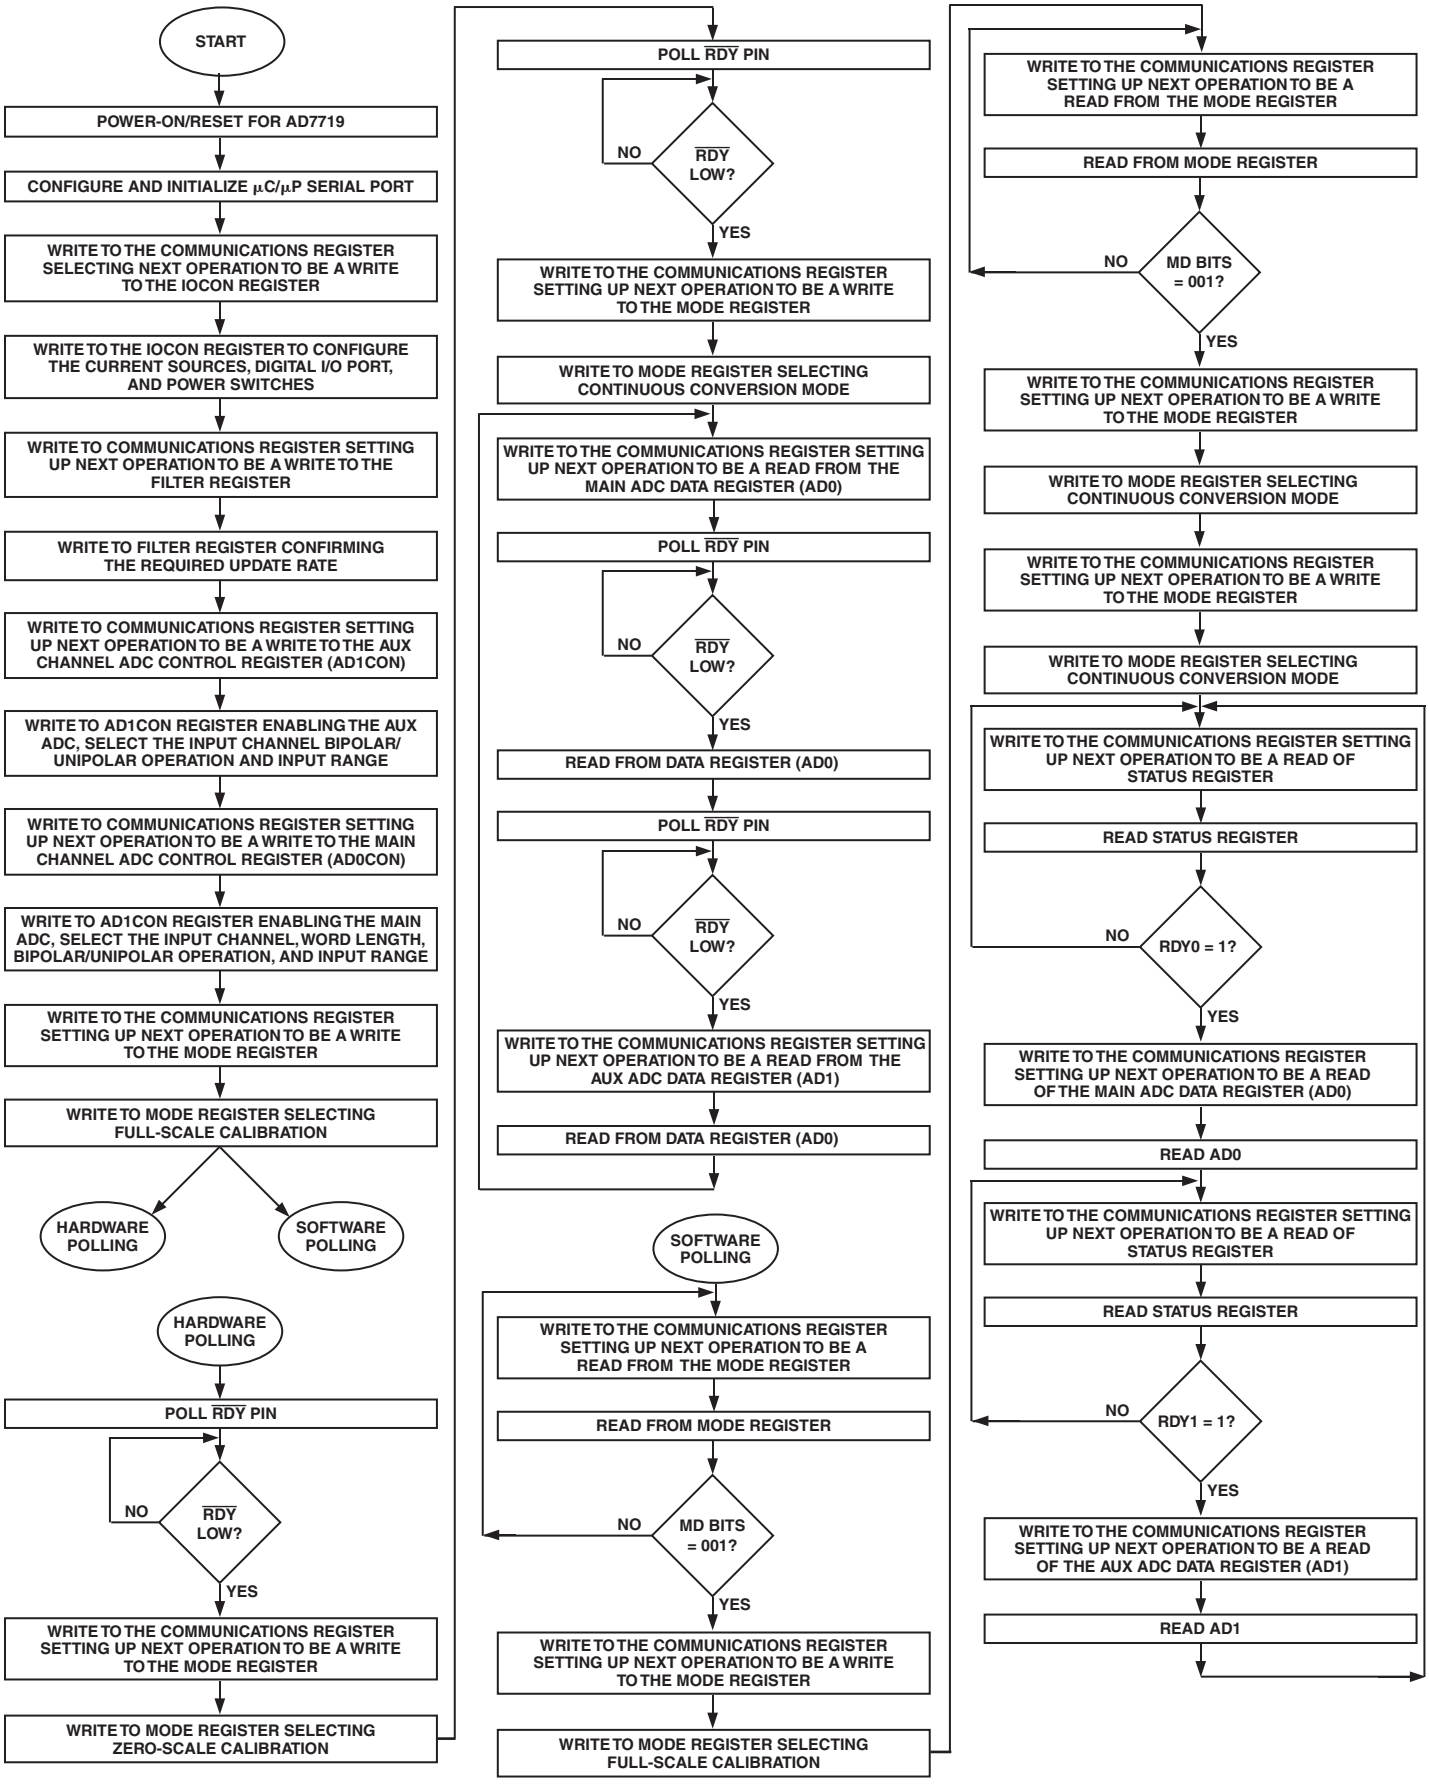
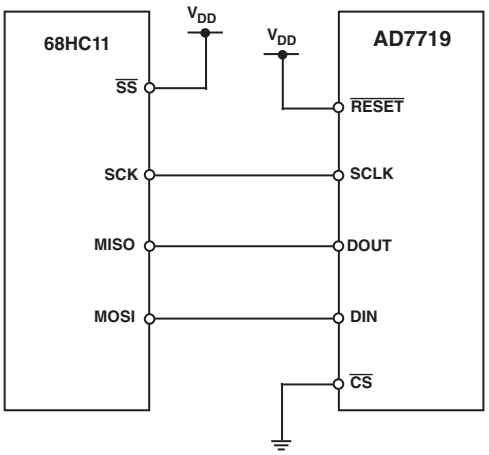

Figure 11. Flowchart for Initializing, Calibrating, and Reading Data from the AD7719 Main and Aux Channels
Figure 12. AD7719-to-68HC11 Interface
All user-accessible registers on the AD7719 are accessed via the serial interface. Communication with any of these registers is initiated by first writing to the Communications register. Figure 11 outlines a flow diagram of the sequence used to configure all registers after a power-up or reset on the AD7719. The flowchart shows two methods of determining when it is valid to read the data register or determine when a calibration cycle is complete. The first method is hardware polling of the $\overline{RDY}$ pin and the second method involves software interrogation of bits in the status and mode registers. The flowchart details all the necessary programming steps required to initialize the ADC and read data from the main and aux channel following a power-on or reset. The steps can be broken down as follows:
3. When the operating mode is selected, the user needs to determine when it is valid to read the data in conversion mode or when the calibration is complete in calibration mode. This is accomplished either by polling the $\overline{RDY}$ pin (hardware polling) or by interrogating the bits in either the Status or Mode registers (software polling). Both are shown in Figure 11. It is assumed that both the main and aux ADCs are being used and calibration is required. If the AD7719 is operated at the factory-calibrated conditions, a field calibration will not be required and these steps can be bypassed.
The AD7719's flexible serial interface allows for easy interface to most microcomputers and microprocessors. The flowchart of Figure 11 outlines the sequence that should be followed when interfacing a microcontroller or microprocessor to the AD7719. Figures 12, 13, and 14 show some typical interface circuits.
Figure 12 shows an interface between the AD7719 and the 68HC11 microcontroller. The diagram shows the minimum (3-wire) interface with $\overline{CS}$ on the AD7719 hardwired low. In this scheme, the RDY bits of the Status register are monitored to determine when the Data register is updated. RDY0 indicates the status of the main ADC channel while RDY1 indicates the status of the aux channel. An alternative scheme, which increases the number of interface lines to four, is to monitor the $\overline{RDY}$ output line from the AD7719. The monitoring of the $\overline{RDY}$ line can be done in two ways. First, $\overline{RDY}$ can be connected to one of the 68HC11's port bits (such as PC0), which is configured as an input. This port bit is then polled to determine the status of $\overline{RDY}$. The second scheme is to use an interrupt driven system, in which case the $\overline{RDY}$ output is connected to the IRQ input of the 68HC11. For interfaces that require control of the $\overline{CS}$ input on the AD7719, one of the port bits of the 68HC11 (such as PC1) that is configured as an output, can be used to drive the $\overline{CS}$ input.